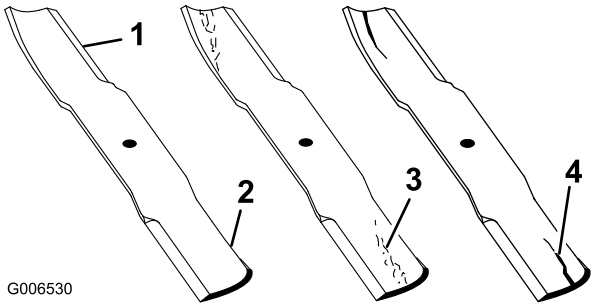

Figur 90
1. Undersøk kniveggene (Figur 90). Hvis kniven er sløv eller hvis det er hakk i den, må den tas av og knivene slipes. Se Slipe knivene.
2. Undersøk knivbladene, spesielt buen (Figur 90). Hvis du finner skader, slitasje eller ser at det begynner å dannes spor i denne delen av kniven (Figur 90), må den skiftes ut øyeblikkelig.